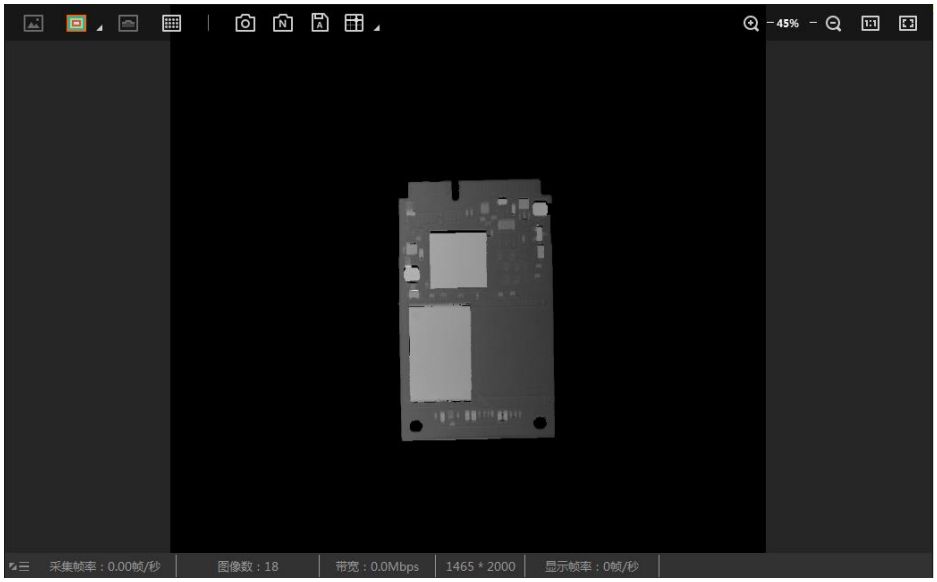

图5-6 点云图
- 点云图：显示设备拍摄画面的 3D 点云数据，如图 5-6 所示。